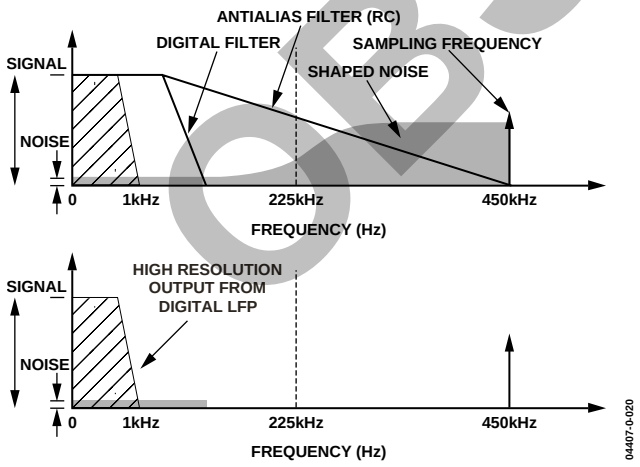
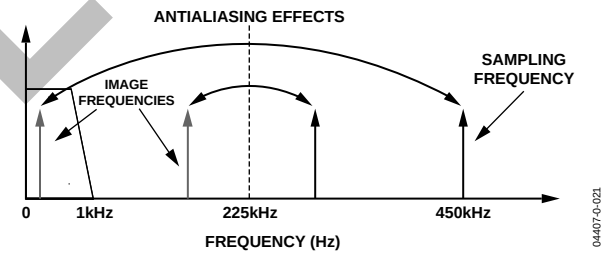

Figure 18. Noise Reduction Due to Oversampling and Noise Shaping in the Analog Modulator
Figure 19. ADC and Signal Processing in Current Channel or Voltage Channel
The Σ-Δ converter uses two techniques to achieve high resolution from what is essentially a 1-bit conversion technique. The first is oversampling, which means that the signal is sampled at a rate (frequency) that is many times higher than the bandwidth of interest. For example, the sampling rate in the ADE7761 is CLKIN (450 kHz) and the band of interest is 40 Hz to 1 kHz. Oversampling has the effect of spreading the quantization noise (noise due to sampling) over a wider bandwidth. With the noise spread more thinly over a wider bandwidth, the quantization noise in the band of interest is lowered (see Figure 18).
However, oversampling alone is not an efficient enough method to improve the signal-to-noise ratio (SNR) in the band of interest. For example, an oversampling ratio of 4 is required just to increase the SNR by only 6 dB (1 bit). To keep the oversampling ratio at a reasonable level, it is possible to shape the quantization noise so that the majority of the noise lies at the higher frequencies. This is what happens in the Σ-Δ modulator; the noise is shaped by the integrator, which has a high-pass type response for the quantization noise. The result is that most of the noise is at the higher frequencies where it can be removed by the digital low-pass filter. This noise shaping is also shown in Figure 18.
Figure 18 also shows an analog low-pass filter (RC) on input to the modulator. This filter is present to prevent aliasing. Aliasing is an artifact of all sampled systems, which means that frequency components in the input signal to the ADC that are higher than half the sampling rate of the ADC appear in the sampled signal frequency below half the sampling rate. Figure 19 illustrates the effect.
In Figure 19, frequency components (arrows shown in black) above half the sampling frequency (also known as the Nyquist frequency), that is, 225 kHz, are imaged or folded back down below 225 kHz (arrows shown in gray). This happens with all ADCs no matter what the architecture. In the example shown, only frequencies near the sampling frequency (450 kHz) move into the band of interest for metering (40 Hz to 1 kHz). This fact allows the use of a very simple low-pass filter to attenuate these frequencies (near 250 kHz) and thereby prevent distortion in the band of interest. A simple RC filter (single pole) with a corner frequency of 10 kHz produces an attenuation of approximately 33 dB at 450 kHz (see Figure 19). This is sufficient to eliminate the effects of aliasing.